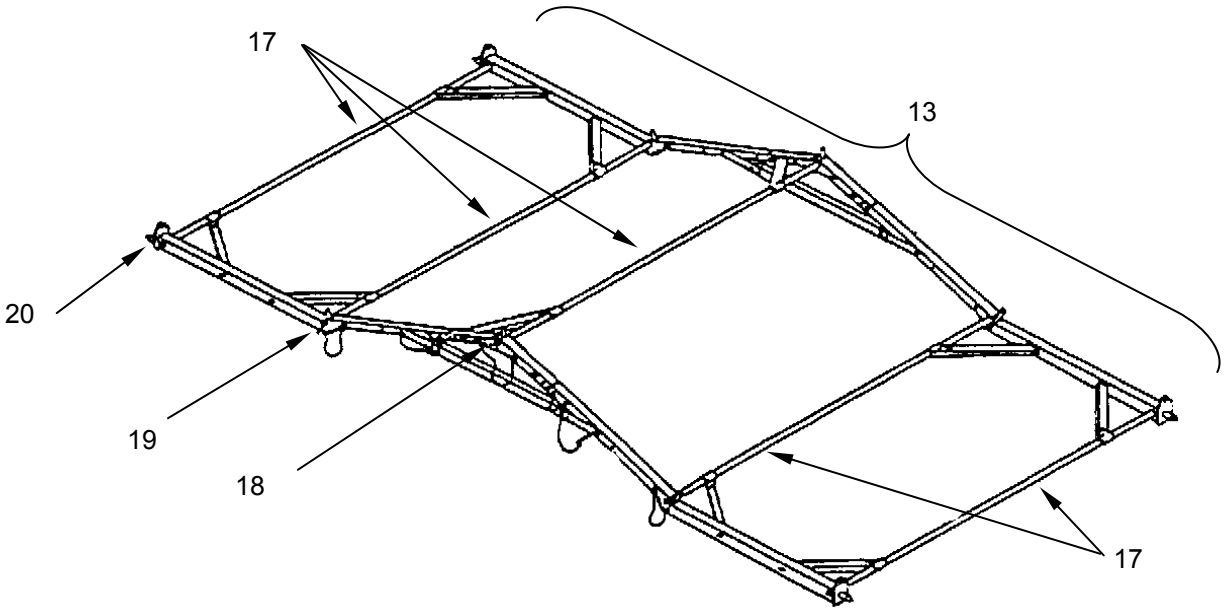

Figure 6. Purlin Assembly.
1. Identify five purlins **(Figure 6, Item 17)** for installation at ridge **(Figure 6, Item 18)**, eaves **(Figure 6, Item 19)**, and bases **(Figure 6, Item 20)**.
2. Starting at the end arch, hold two arch assemblies **(Figure 6, Item 13)** upright and parallel, 8 feet apart, in kneeling position.